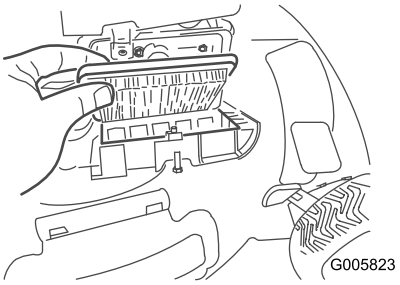

Figuur 17
2. Vervang het luchtfilter (Figuur 17).